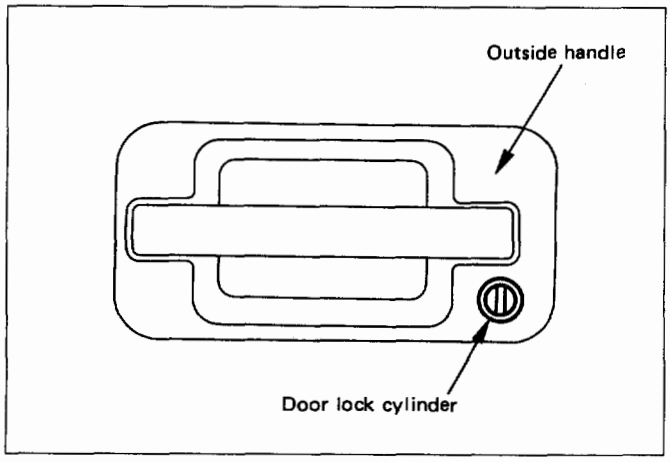

Fig. 10-70
1. Be sure to install the door lock cylinder at a right angle to the outside handle. (Fig. 10-70)